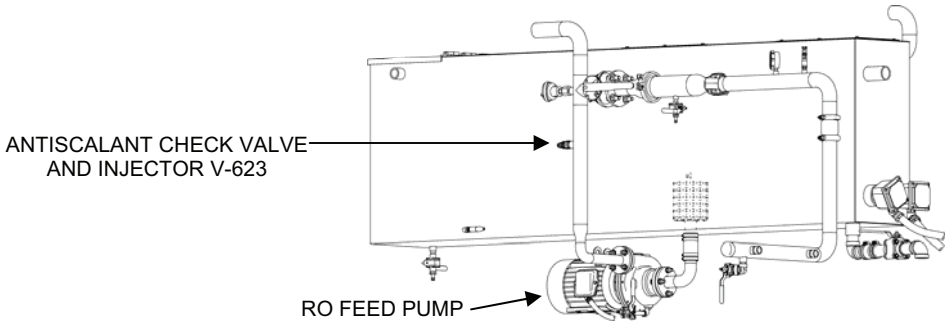

Figure 26. Antiscalant Chemical Injection Point.
- Antiscalant is injected in the RO feed pump discharge line to mix with the feed water as it is pumped to the high-pressure pumps and on to the RO vessels (Figure 26).